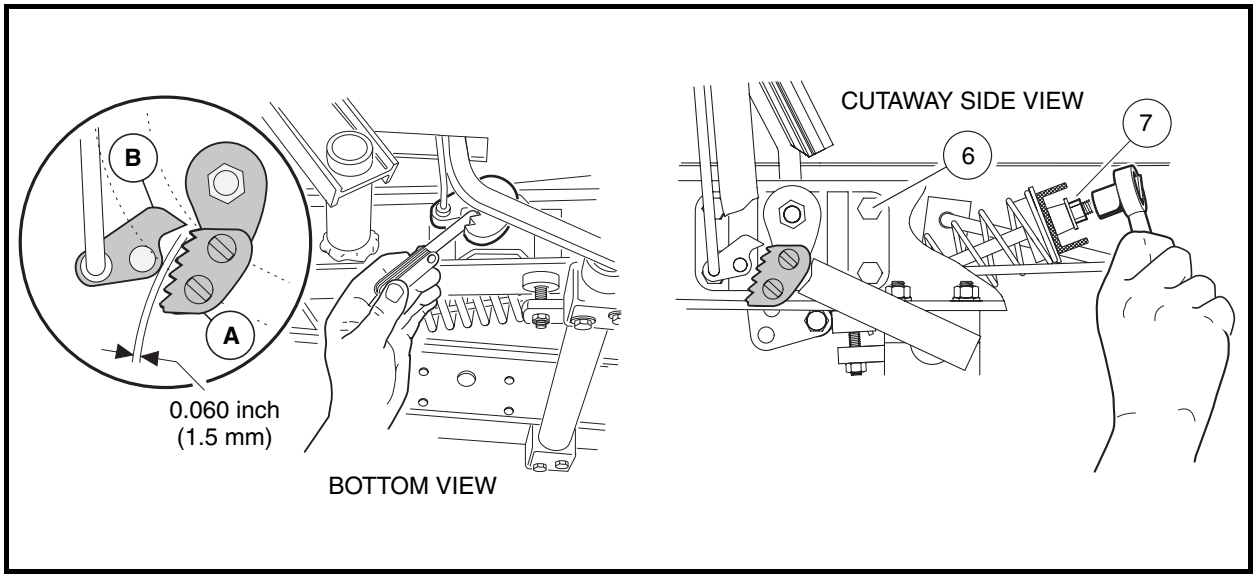

Figure 5-24 Park Brake Ratchet/Pawl Gap Adjustment
3.2. Adjust retaining nut (7) on spring support rod until there is a 0.060 inch (1.5 mm) gap between the pawl and the tips of the ratchet teeth. Use a feeler gauge to verify the gap **(Figure 5-24, Page 5-17)**. The gap should be consistent through range of pawl movement. If the gap is not consistent, loosen the four bolts (6) securing the accelerator pivot rod supports and adjust the supports. If the gap becomes smaller as the park brake pedal is pressed, move the pivot rod supports slightly rearward until the gap is consistent. If the gap becomes larger as the park brake pedal is pressed, move the pivot rod supports slightly forward until gap is consistent.